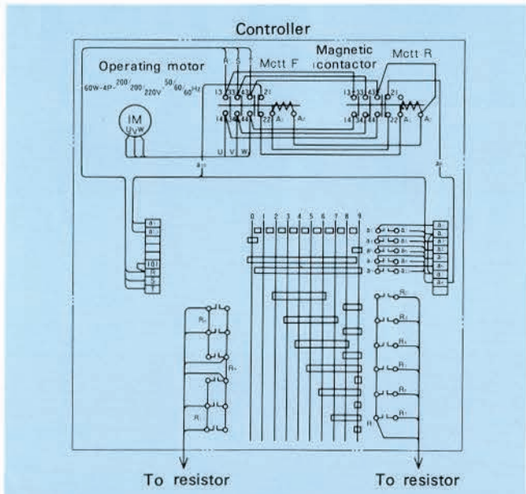

Fig. 14 Connection Diagram of CSM-4090 Type Motor-operated Starting Controller
**Legend (for Figs. 14, 15, 17, 18)**